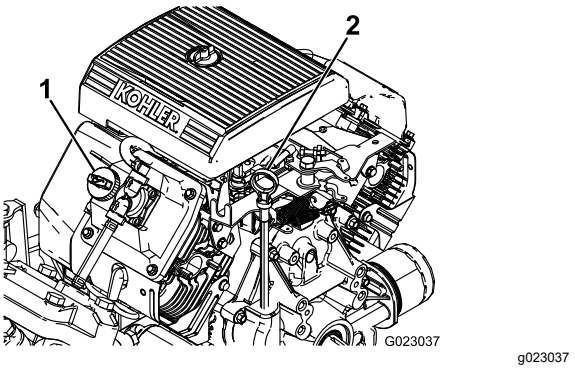

Figuur 42
2. Verwijder de peilstok en veeg deze af met een schone doek (Figuur 42). Steek de peilstok in de buis. Let erop dat de peilstok er volledig in schuift. Haal de peilstok eruit en controleer het oliepeil.
3. Als het oliepeil te laag is, moet u de vuldop losmaken van het klepdeksel (Figuur 42) en voldoende olie bijvullen totdat het peil de Vol-markering op de peilstok bereikt. Vul de olie langzaam bij en controleer daarbij veelvuldig het peil. Niet te vol vullen.
8. Giet ca. 80% van de gespecificeerde hoeveelheid olie langzaam in de vulbuis (Figuur 42).